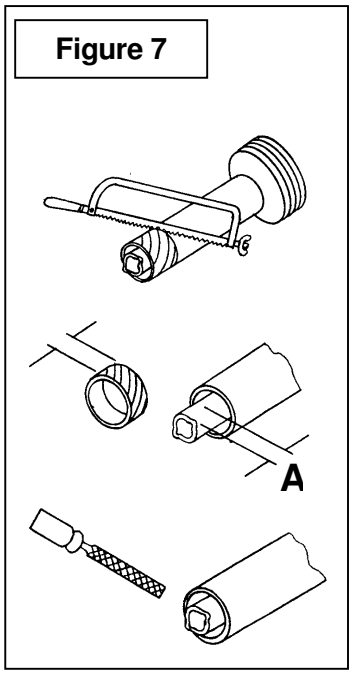

Figure 7
5. Cut the guard a second time leaving the same distance between the end of the guard and the end of the shaft as existed before. To obtain the proper distance "A" shown on **Figure 7**, cut the guard according to the following table: